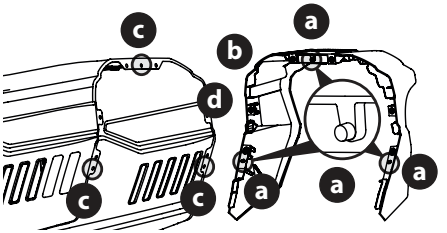

Fig. 5
La bordure du capot (b) a trois (3) pattes d'alignement (a) qui doivent s'aligner avec les trous (c) sur le capot (Fig. 5).